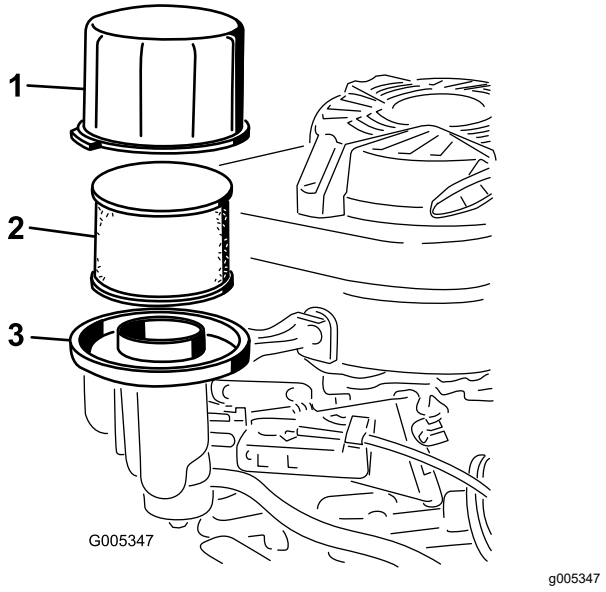

Rysunek 23
2. Usuń pokrywę i dokładnie ją oczyść (Rysunek 23).
3. Wyjmij z podstawy filtra powietrza piankowy filtr wstępny i filtr papierowy powietrza (Rysunek 23).